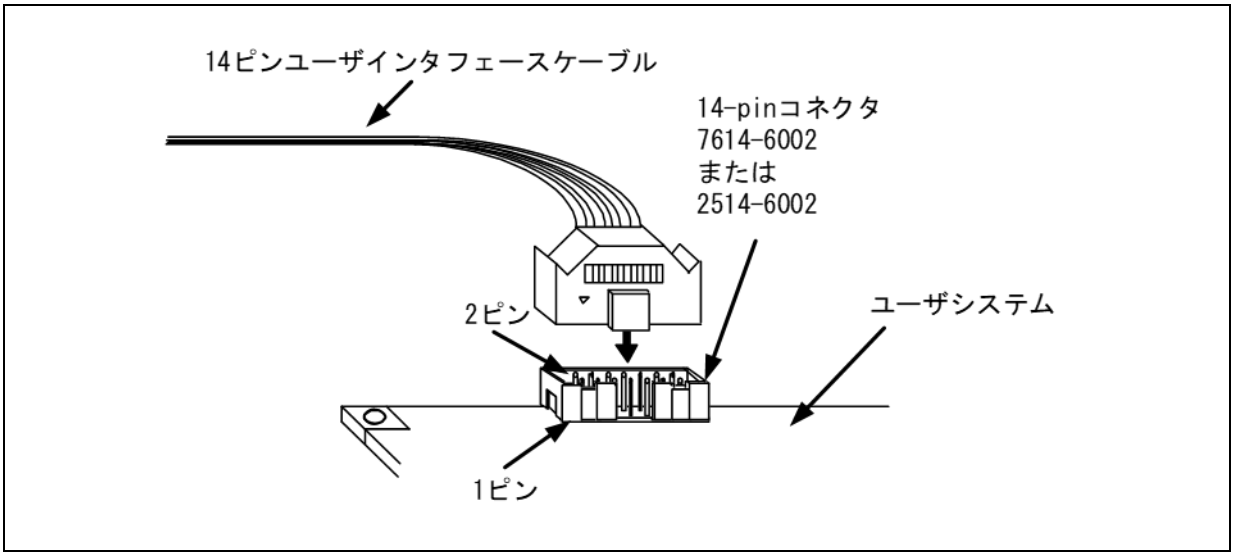
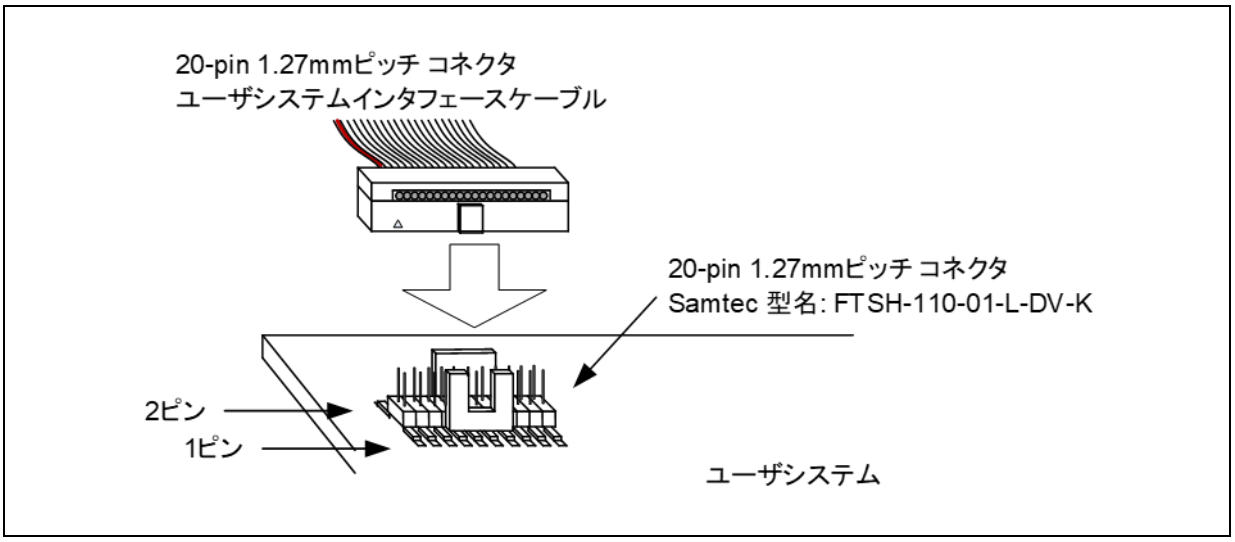

図2.3　E2 Liteにおける14-pinコネクタへの接続方法
図2.4　E2 Liteにおける20-pinコネクタへの接続方法
(3) コネクタのピン配置は、対象デバイス対応の補足マニュアルを参照してください。
(4) ユーザシステム上に実装したエミュレータ接続コネクタとE2 Liteをユーザインタフェースケーブルで接続します。図2.3、図2.4にE2 Liteとエミュレータ接続コネクタの接続方法を示します。